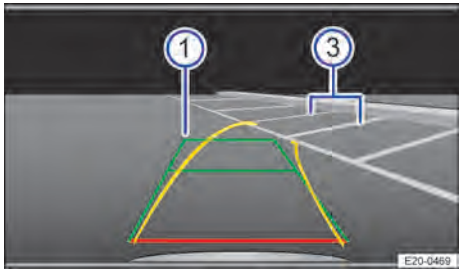

Fig. 133 Sistema de infotainment: dirigirse al hueco de aparcamiento seleccionado.
las líneas de delimitación laterales → Fig. 133 ③.